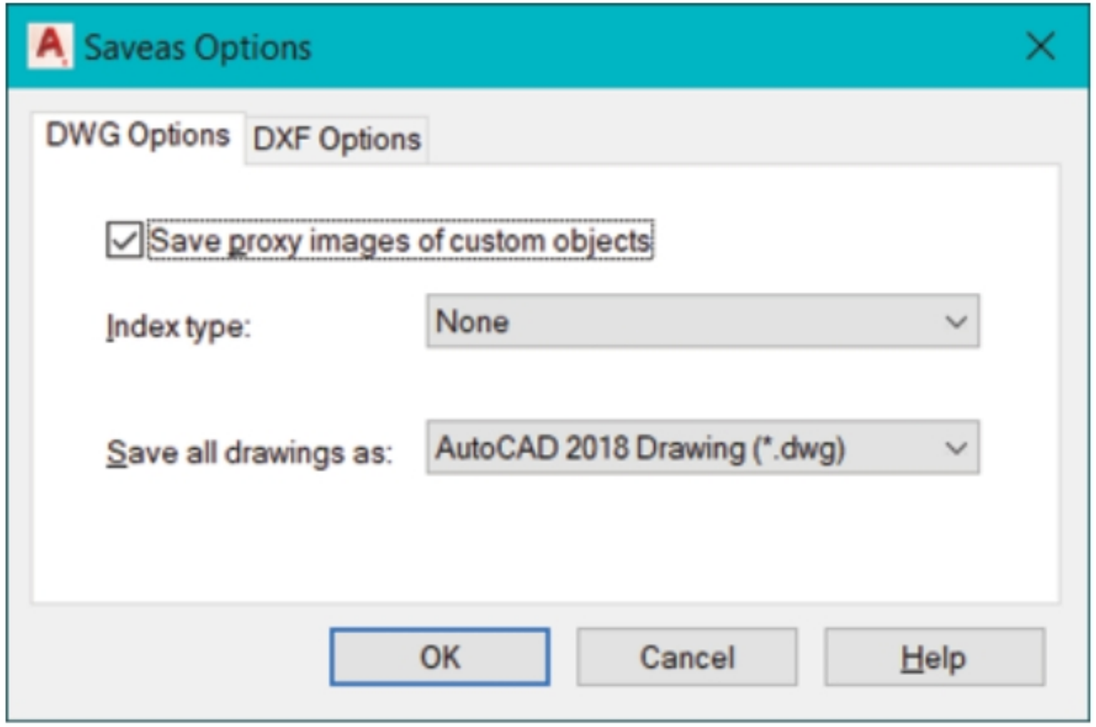

Figure-43. Saveas Options dialog box
- Click on the **Options** option from the **Tools** drop-down at the top right in the dialog box. The **Saveas Options** dialog box will be displayed; refer to Figure-43.